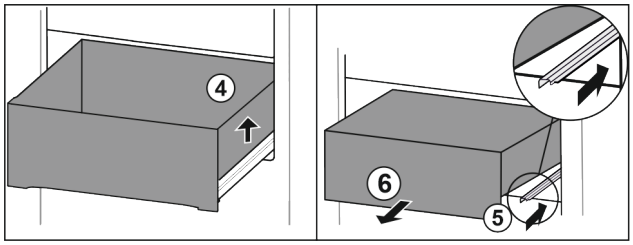

Fig. 128
- ▶ Lade rechts optillen. *Fig. 128 (4)*
- ▶ Rechter rail erin schuiven. *Fig. 128 (5)*
- ▶ Lade naar voren toe verwijderen. *Fig. 128 (6)*